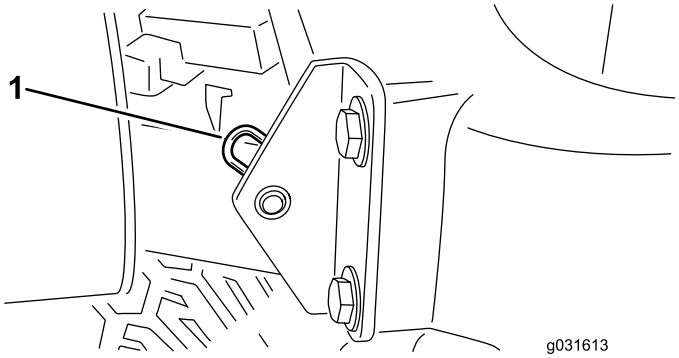

Figur 33
2. Fjern låseclipsen, der fastgør motorhjelmens drejetap til monteringskonsollerne (Figur 33).